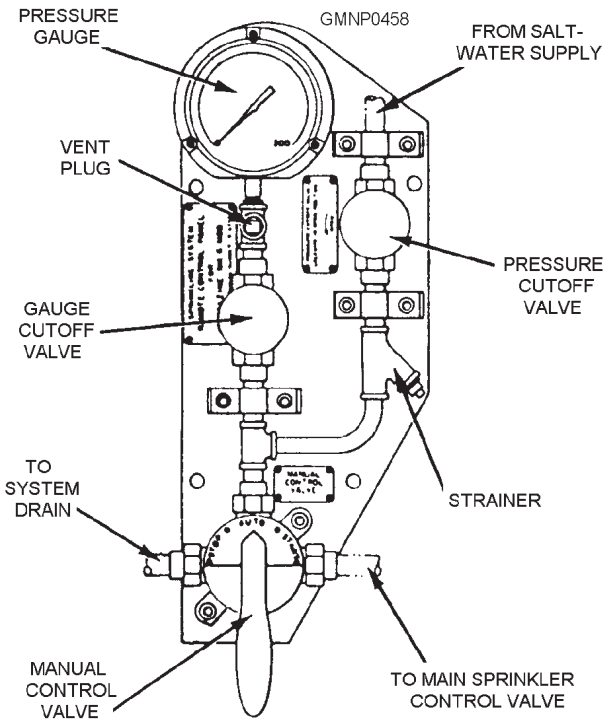

**Figure 8-32.—Remote control panel.**
**LOCAL AND REMOTE CONTROL VALVES**.—The local and remote manual control valves (fig. 8-32) are lever-operated rotary valves. Each one has three positions: OPEN, NEUTRAL, and CLOSED.